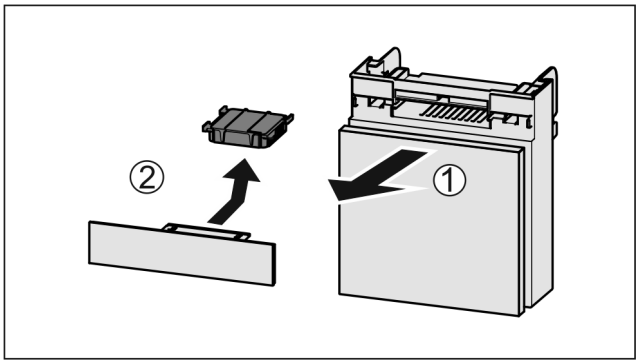

Fig. 206
▶ Потягніть *Fig. 206 (1)* відділення вперед.
▶ Витягнути *Fig. 206 (2)* фільтр з активованого вугілля.